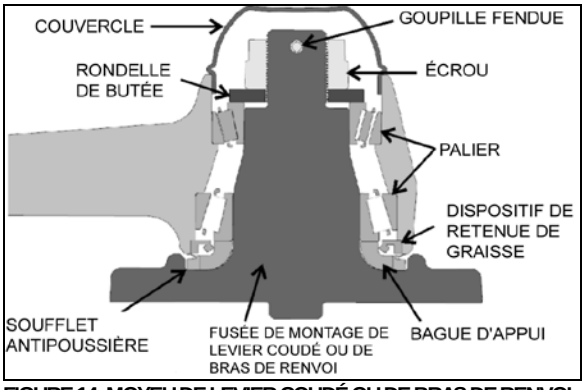

FIGURE 14: MOYEU DE LEVIER COUDÉ OU DE BRAS DE RENVOI
2. Démonter le couvercle (Figure 14).
3. Enlever la goupille fendue, l'écrou et la rondelle de butée fixant le levier coudé ou le bras de renvoi au châssis du véhicule. Déconnecter la fusée de montage du levier coudé ou du bras de renvoi. Enlever les paliers, le dispositif de retenue de graisse, la bague d'appui et le levier coudé ou le bras de renvoi de sa fusée de montage (Figure 14).
Poser le dispositif de retenue de graisse conformément à Figure 14. La graisse doit pouvoir évacuer le mécanisme de levier coudé ou de bras de renvoi. Pour la pose du dispositif de retenue de graisse, utiliser l'outil Prevost n° 110683.